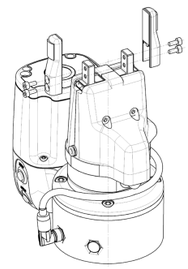

**Figure 5**
- Montez ensuite les doigts comme indiqué à la **Figure 5**, et les détails dans la **Section 3.1.2.**